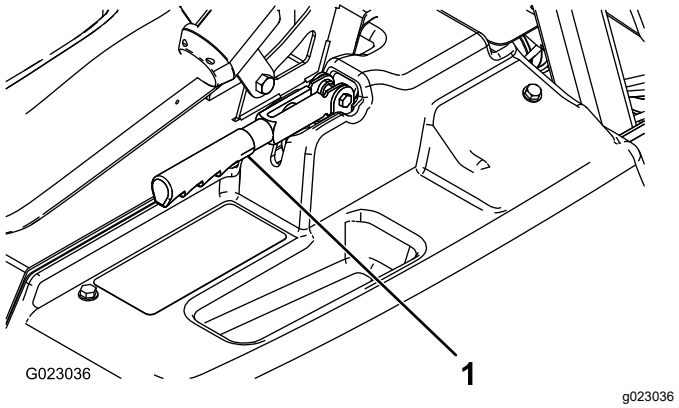

Figur 54
2. Løsn sætskruen, der fastgør skruen til parkeringsbremsehåndtaget (Figur 54).